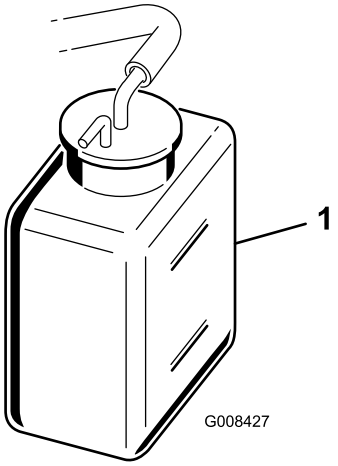

Figur 30
2. Kontroller kjølevæskenivået (Figur 30). Det skal være mellom linjene på reservetanken når motoren er kald.